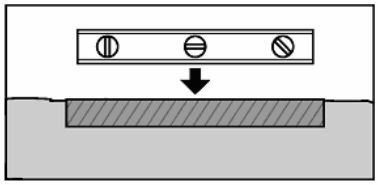

fig. 9
d) Las baldosas tienen que estar hundidas en el suelo, de manera que todo el suelo este nivelado (fig. 9), alrededor de ellas. Utilizar un nivel y una madera recta para asegurarse que las baldosas estén todas niveladas entre ellas.